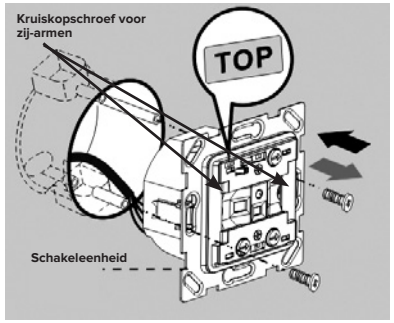

Fig.6: Instellingen
• Functieschakelaar	In stand midden AUTO (Fig. 6)